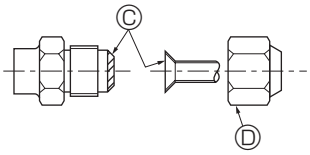

Fig. 4-2
4.2. Connexion des tuyaux (Fig. 4-1, Fig. 4-2)
[Fig. 4-2]